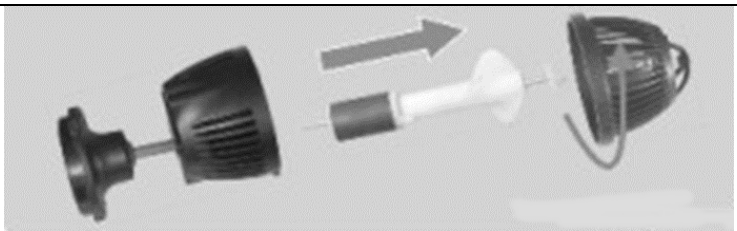

Abbildung 4
3. Öffnen Sie die Pumpeneinheit wie in Abb. 4 gezeigt.